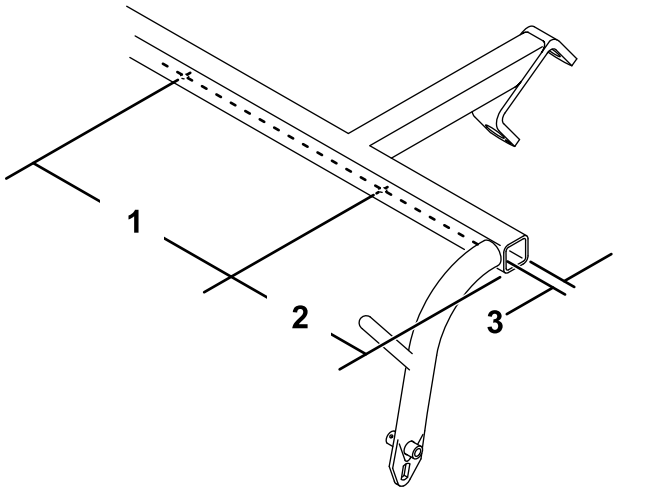

Figur 2
4. Hvis trækrammen ikke har 2 huller i undersiden, skal du bore dem som vist i Figur 2 med et borehoved på 5,6 mm.